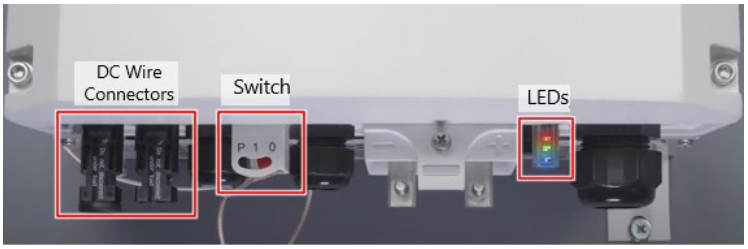

*Figure 2 SolarEdge Home Hub Inverter Three Phase - Controls and Connectors*
5. Turn the switch of the Inverter to "**0**" and wait until the red LED is off (see Figure 2).
9. Disconnect the DC wires of the PV strings from the inverter (see Figure 2).
14. Connect the DC wires of the PV strings to the inverter (see Figure 2).
a. Turn the Switch of the Inverter to "**0**" (see Figure 2).
e. Turn the Switch of the Inverter to "**I**" to turn on the Inverter (see Figure 2).